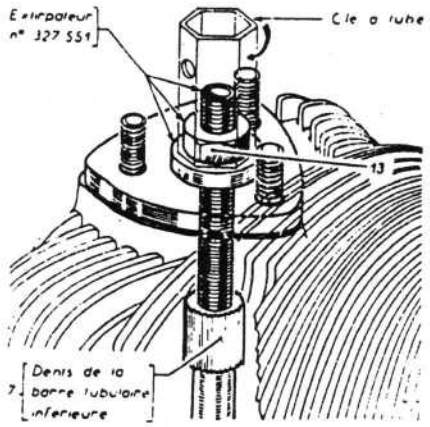

Fig. 19. — *Montage de l'extracteur des barres de rappel.*
Le remplaceemnt d'une ou des barres de rappel des soupapes peut s'effectuer rapidement, après simple dépose du couvercle supérieur des barres, si l'on a l'outil spécial composé d'une clé (13), munie d'un index mobile (12), d'un support (1), portant un secteur gradué (11), d'un collier (10), permettant de manœuvrer la barre tubulaire (5), d'un extracteur (13) (fig. 19) servant à sortir la barre tubulaire (8).
Lorsque la pression sera suffisante, le colli tera, entrainant la barre tubulaire dont les c intérieures (4) viendront se loger dans la de la barre centrale, puis laisser la clé rev barres ne seront donc plus sous tension et les extraire facilement l'une après l'autre, inférieure pouvant sortir à l'aide de l'extrac (fig. 19).